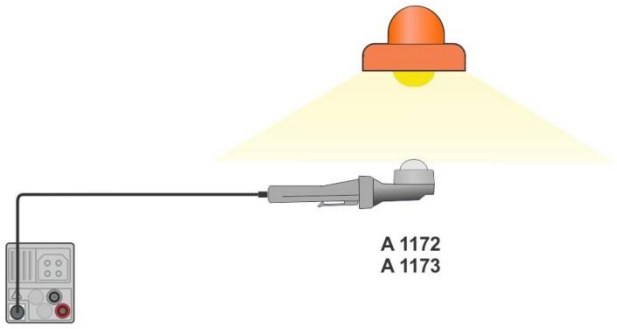

Figure 7.92: LUXmeter probe positioning
- Take the position of LUXmeter probe, see ***Figure 7.92***.